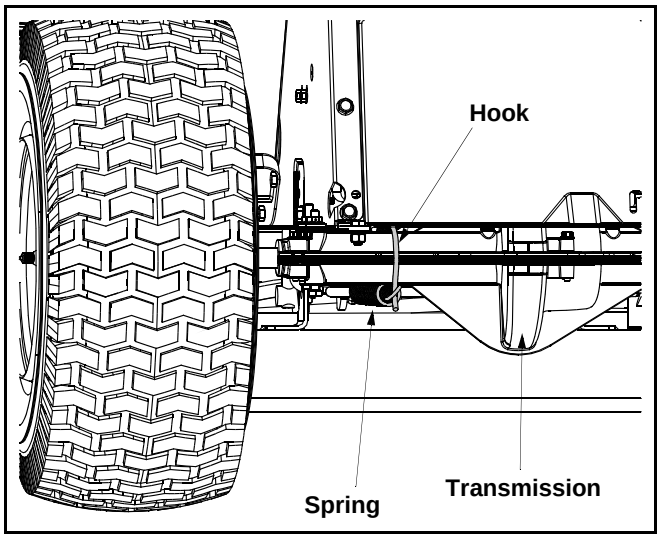

Figure 14
- Using a spring puller (Part No. 732-0571)or other suitable tool, disconnect the spring which is attached to a small hook found on the left, rear portion of the transmission. See Figure 14.
- Using a spring puller (Part No. 732-0571)or other suitable tool, disconnect the spring which is attached to a small hook found on the left, rear portion of the transmission. Refer to Figure 14.